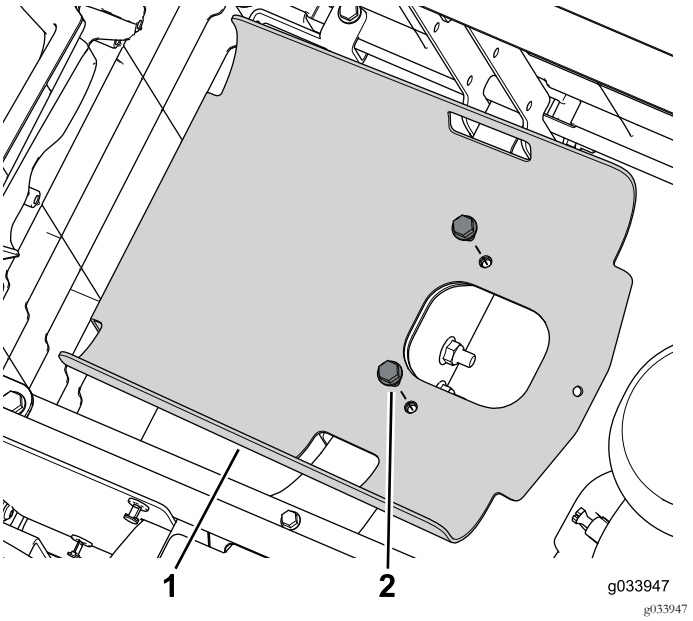

Figure 2
5. Retirez les 2 boulons à embase qui fixent le support du réservoir au châssis (Figure 2).